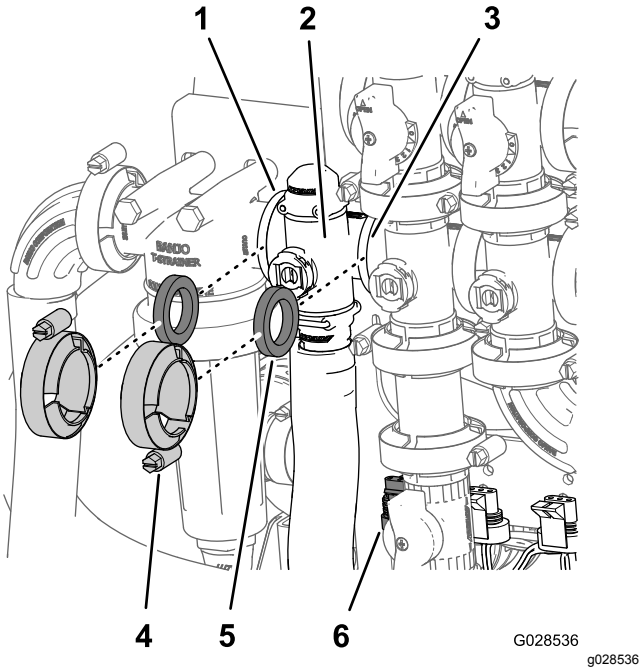

Figur 88
1. Afmonter de klemmer og pakninger, der fastgør manifolden til hastighedsreguleringsventilen (Figur 88).